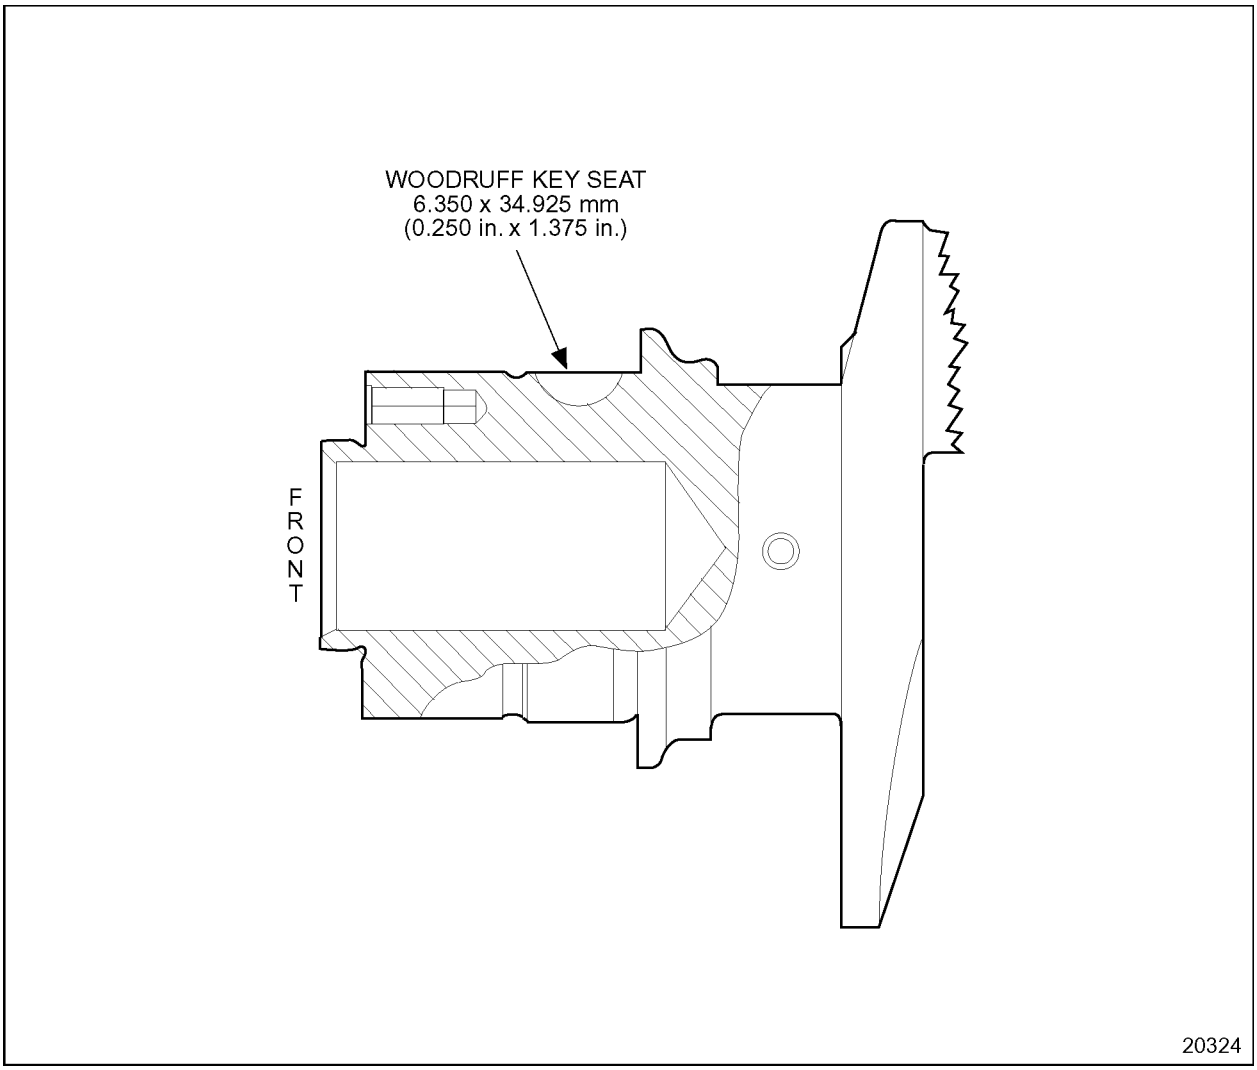

Figure 1-526 Standard Crankshaft Keyway Dimensions
3. Inspect keyway conditions using width gages and micrometers. Compare with the specifications. See Figure 1-526.